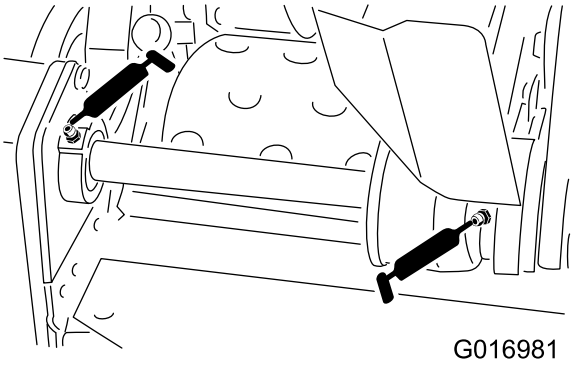

Figur 23
- to på spolemellomakselslagrene (Figur 23)